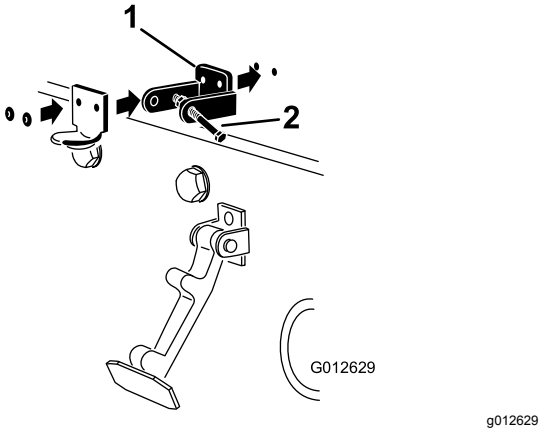

Figur 4
3. Plasser CE-låsebraketten og panserlåsbraketten på panseret på linje med monteringshullene. Låsebraketten må være mot panseret (Figur 4). Ikke fjern bolten og mutteren fra låsebrakettarmen.
5. Nagle brakettene og skivene til panseret (Figur 4).